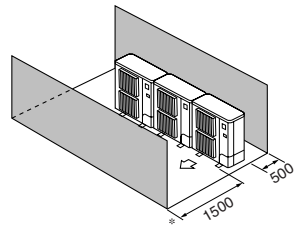

Fig. 3-14
④ Hindernisse nur auf der Vorder- und Rückseite (Fig. 3-14)